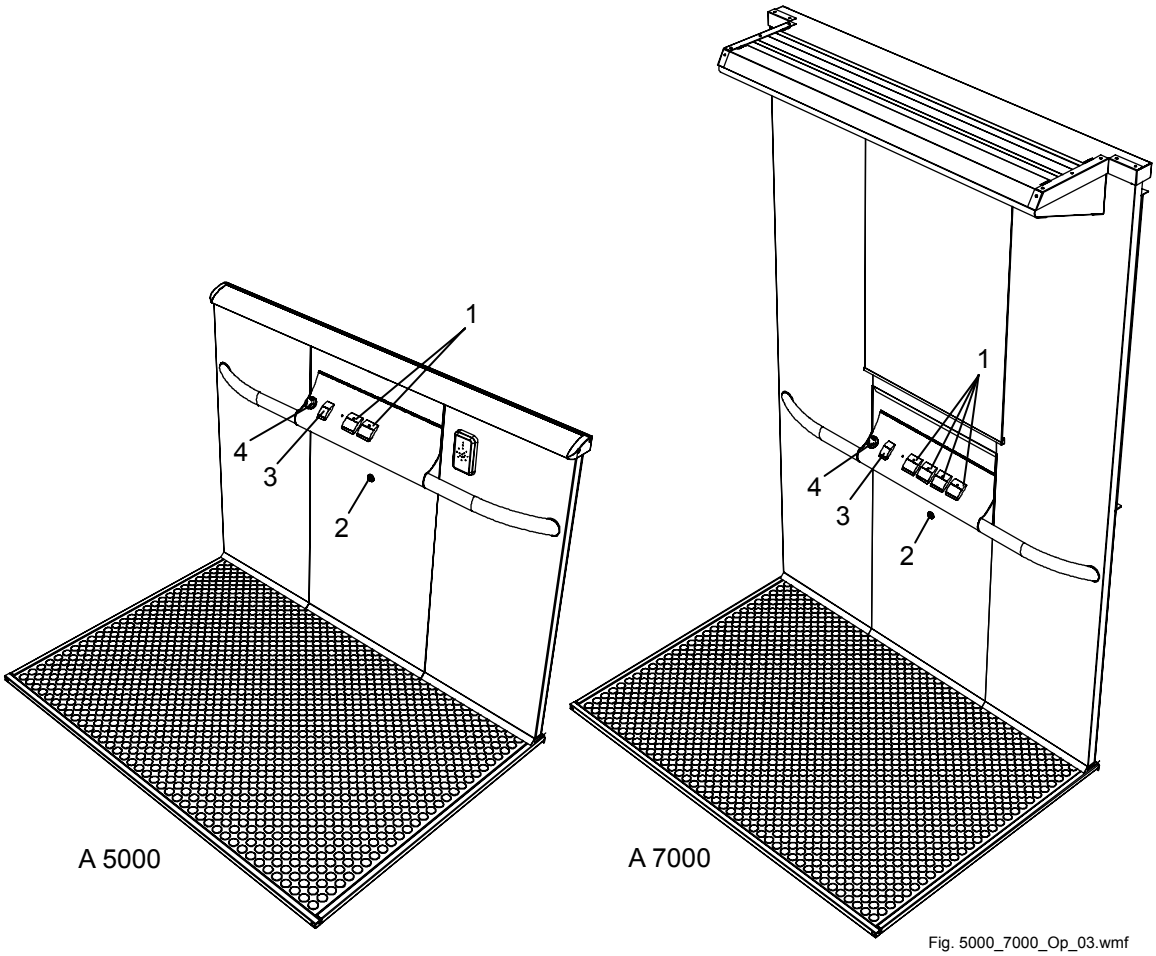

Bild 3 Manöverpanel
Den L-formade hissplattan är utrustad med handledare och en manöverpanel med stora och lättåtkomliga manöverknappar. På manöverpanelen finns: tryckknapp för nödsignal se Bild 3 pos. 3, nödstopp pos. 4 och manöverknappar för färdriktning pos. 1. Vid varje stannplan finns det en manöverknapp utvändigt (HIT), för att kalla på hissen.